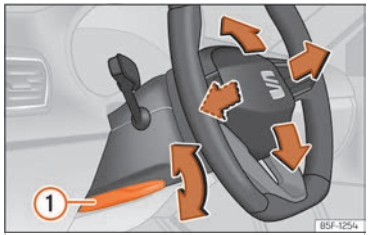

Fig. 65 Palanca en la parte inferior del lateral izquierdo de la columna de dirección.
- Tire de la palanca ››› fig. 65 (1) hacia abajo, mueva el volante hasta la posición deseada y vuelva a subir la palanca hasta el punto de cierre.
- **Tras ajustar la columna de la dirección, empuje firmemente la palanca ››› fig. 65 (1) hacia arriba para que el volante no cambie de posición accidentalmente durante la marcha.**